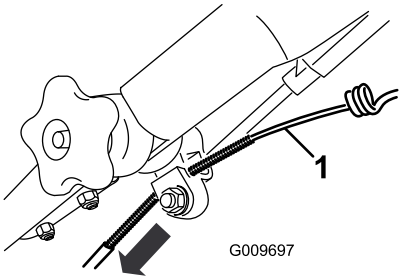

Figur 45
3. Træk kabelkappen nedad, indtil du fjerner slækket i det blotlagte kabel (Figur 45).